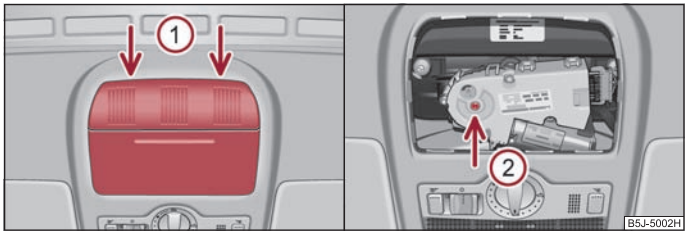

Fig. 35 Escotadura del revestimiento interior del techo: Puntos de apoyo del destornillador / orificio para apoyar la llave
– Aplicar con cuidado un destornillador con la hoja plana en el lado posterior de la cubierta para el motor eléctrico, en las posiciones de la flecha (1) ⇒ fig. 35 lado izquierdo.
– Introducir una llave Allen, tamaño 4, hasta el tope en el orificio en el lugar de la flecha (2) y cerrar o abrir el techo corredizo/deflector ⇒ fig. 35, lado derecho.